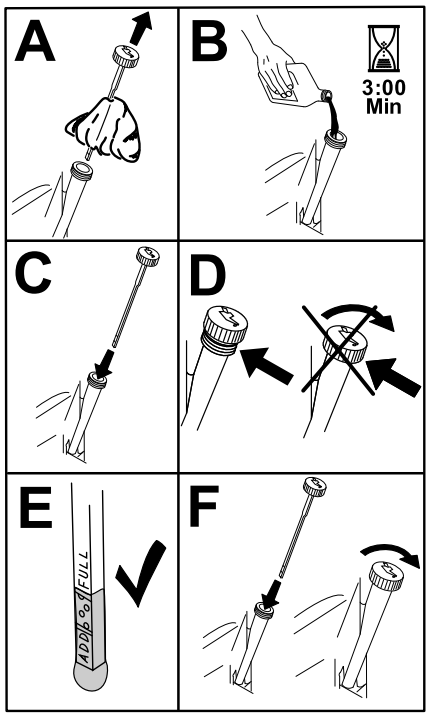

Figuur 35
8. Giet langzaam ongeveer 80% van de gespecificeerde olie in de vulbuis en voeg langzaam de rest van de olie toe tot het peil de markering **Vol** bereikt (Figuur 35).